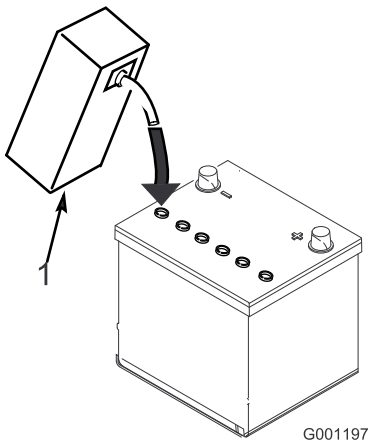

**Figur 10**
3. Fyll försiktigt varje cell med elektrolyt, tills plattorna är täckta med ca 6 mm vätska (Figur 10).
4. Låt elektrolyten sugas upp av plattorna under 20 till 30 minuter. Fyll vid behov på så mycket elektrolyt att nivån befinner sig ca 6 mm från botten av påfyllningshålet (Figur 10).